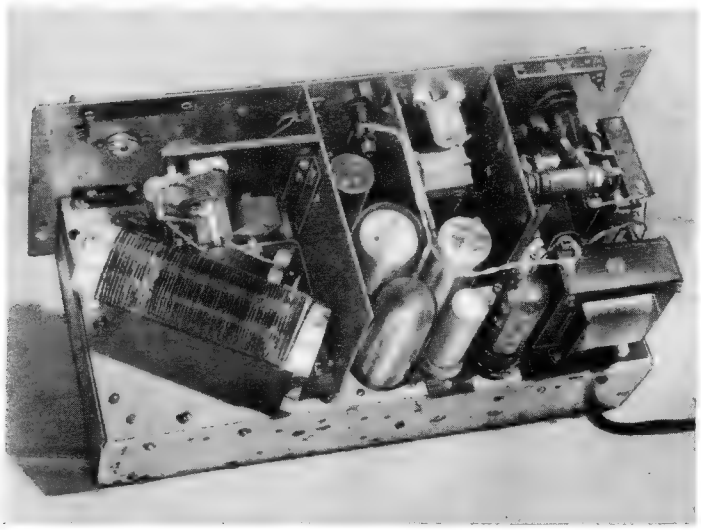

Bild 3. Ansicht des Labormusters von hinten (Aufnahmen: C. Stumpf)
2. Begrenzerschaltung der Zf-Röhre EF 94. Am Fußpunkt ihres Gitterkreises liegt ein RC-Glied aus 30 pF und 105 kΩ (**Bild 3**), außerdem ist die Anodenspannung bedeutend niedriger als die Schirmgitterspannung (20 V gegenüber 70 V). Beide Maßnahmen ergeben zusammen eine gute Amplitudenbegrenzung.
Aus Bild 4 läßt sich außerdem die Wirksamkeit der Begrenzung überhaupt erkennen. Ab 5...6 µV Eingangsspannung sind recht gleichmäßige Ausgangslautstärken vorhanden. Dies wird allein durch die Begrenzerwirkung erzielt, denn die eigentliche Regelleitung wird beim FM-Empfang geerdet. Die am Ratiodetektor abgenommene Regelspannung steuert nur das Magische Auge, und zwar bis zu 10 µV Eingangsspannung. Bei größeren Eingangsspannungen entsteht am 105-kΩ-Gitterwiderstand der Begrenzerröhre EF 94 (Bild 3) bereits eine negative Spannung, die über den 2-MΩ-Entkopplungswiderstand das Gitter der Abstimmanzeigeröhre EM 71 steuert.
Mitte: Bild 3. Begrenzerstufe im FM/Zf-Verstärker. Der 105-kΩ-Widerstand setzt sich in der Originalschaltung aus 100 kΩ und 5 kΩ zusammen